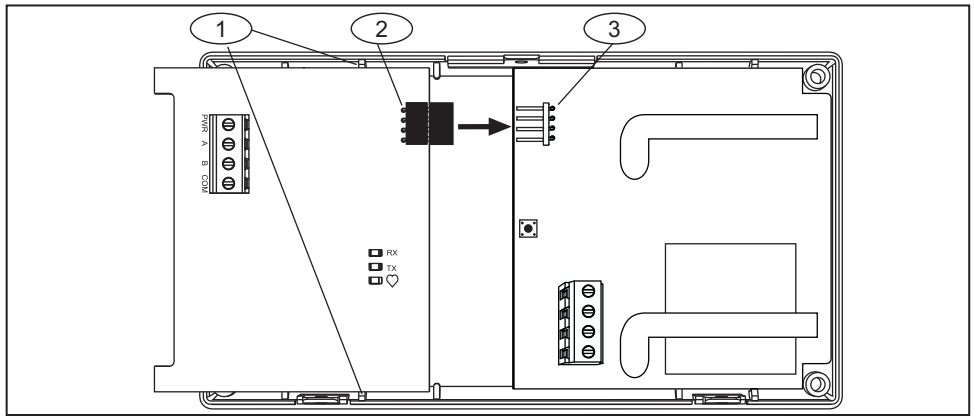

Figure 3.2: Installing the B820 in the EN4200 housing
5. Insert the B820 module into the EN4200 housing, connecting the B820's serial data port to the EN4200's serial data port. Refer to *Figure 3.2*.